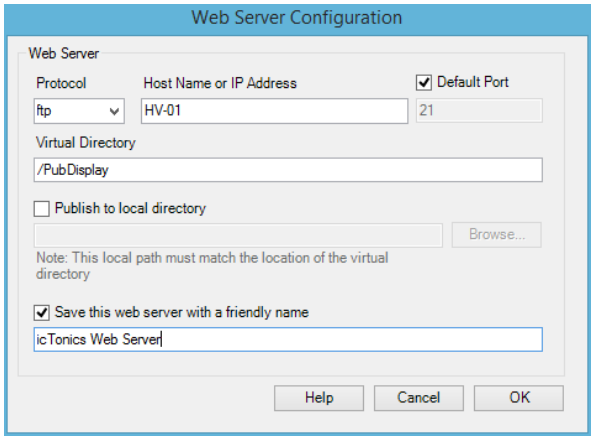

Figure LE.7 – Web Server Configuration
- Put a checkmark in the **Save this web server with a friendly name** option and type in **icTonics Web Server** in the field below it. The next time we publish the displays, we can just choose this one. Your finished configuration should look similar to Figure LE.7.